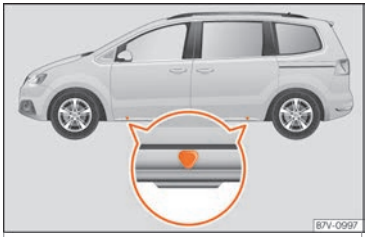
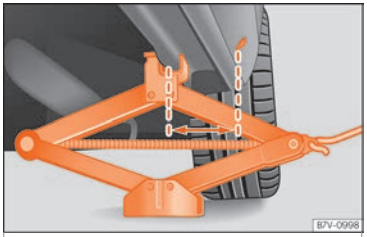

Fig. 71 Jack position points.
Fig. 72 Jack mounted on the left rear part of the vehicle
The jack may be applied only at the jacking points shown (marks on chassis) ››› Fig. 71. The mark indicates the jacking points **below** the vehicle. The jacking points are on the ribs **behind** the front edges ››› Fig. 72. Always the relevant jacking point for the wheel to be changed ››› ⚠.
6. Look below the vehicle for the jacking point ››› Fig. 71 closest to the tyre which has to be changed.
8. Ensure that the foot of the jack is firmly on the ground and that it is placed immediately below the lifting point on the vehicle ››› Fig. 72.
9. Straighten the jack and continue raising it using the handle until the claw holds the vertical reinforcement beneath the vehicle ››› Fig. 72.
- **Only fit the jack at the prescribed jacking points. The claw of the jack should grip the reinforcement nerve on the underbody ››› Fig. 72.**